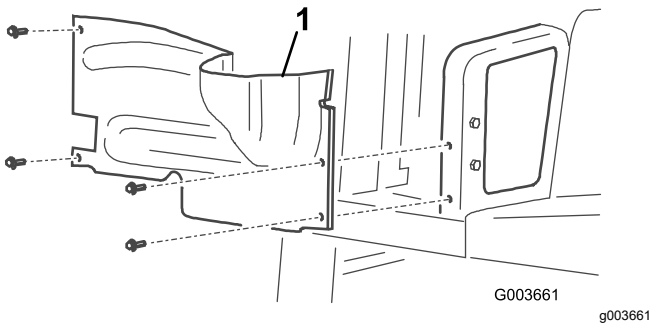

Figure 2
7. Remove the 4 bolts securing the right hand wheel shroud to the frame and remove the shroud (Figure 2).